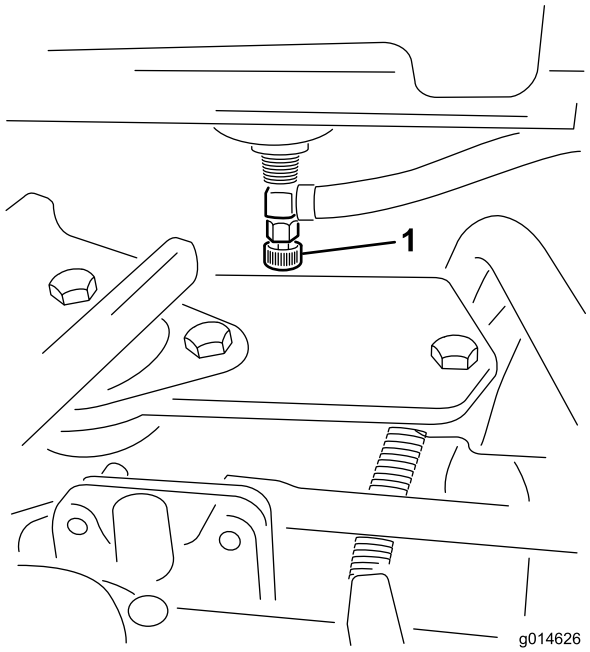

Figur 49
1. Stäng bränslekranen (Figur 49) under bränsletanken.